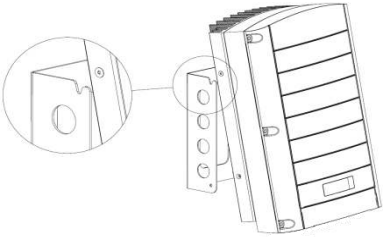
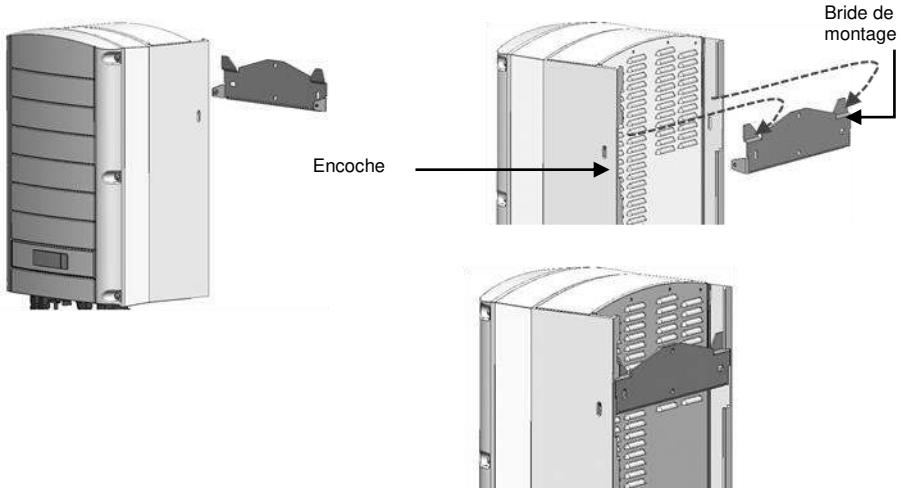

**Figure 7 : Suspendre l'onduleur sur le support - Type 1**
**Figure 8: Accrochage de l'onduleur sur le support – Type 2**
- Pour le type 2 - S'assurer que la partie plate du support est vers le bas comme dans la Figure 8
**3** Accrochez l'onduleur sur le support (Figure 7 et Figure 8) : soulevez l'onduleur sur les côtés, ou saisissez l'onduleur par le haut et par le bas pour soulever l'onduleur à sa place